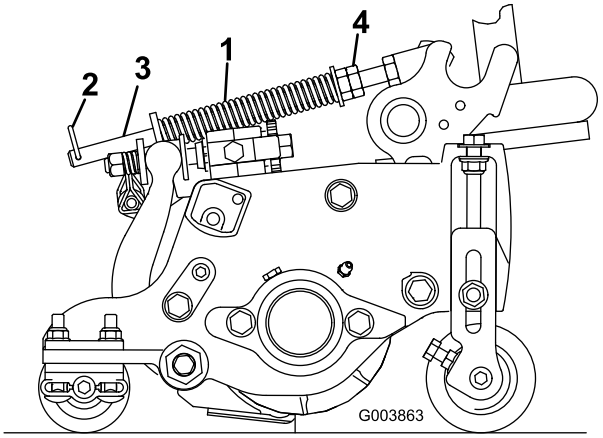

Figur 14
Gräsutjämningsfjädern (Figur 14) överför vikt från den främre till den bakre valsen. Detta hjälper till att minska förekomsten av det vågformade mönster i gräsmattan som kallas för ”ondulering” eller ”bobbing”.
1. Se till att hårnålssprinten sitter i det bakre hålet på fjäderstången (Figur 14).
2. Dra åt sexkantsmuttrarna på fjäderstångens främre ände, tills fjäderns sammanpressade längd är 15,9 cm (Figur 14).